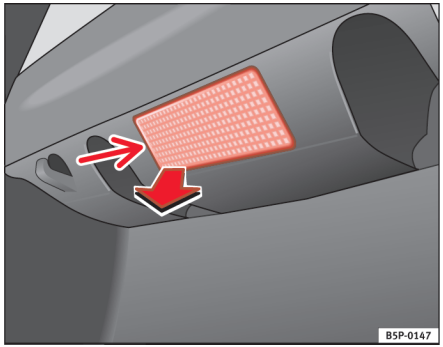

Fig. 170 Bagagerumslys
– Tag lampens glas af ved at trykke på den nederste kant (pil) med en skruetrækker ⇒ fig. 170.